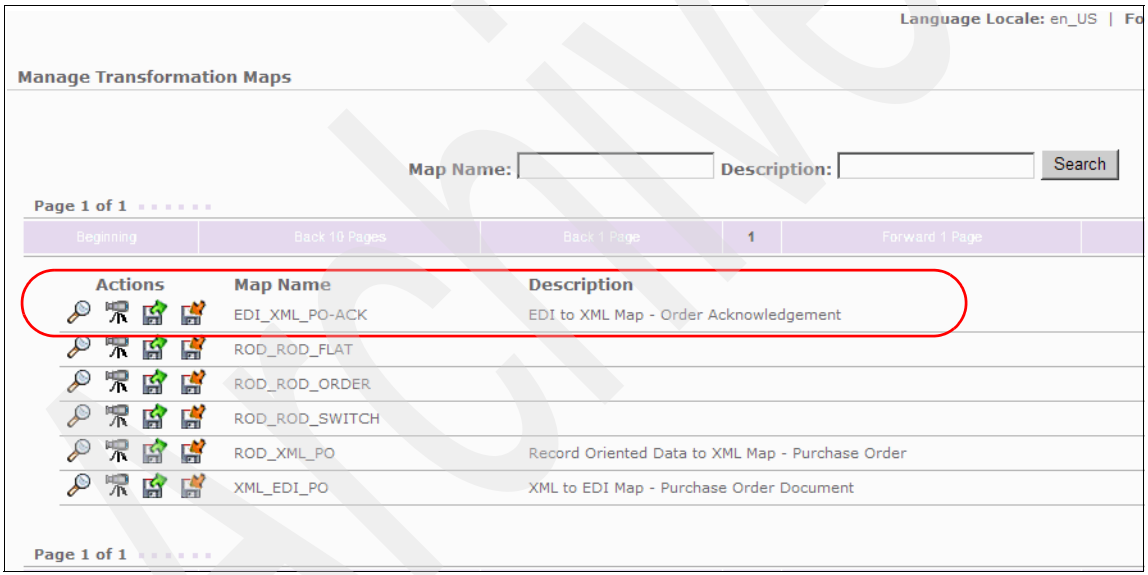

Figure 19-47 Map EDI_XMI_PO-ACK in WebSphere Partner Gateway Console
3. We see the EDI_XML_PO-ACK under Manage Transformation Maps Tab (Figure 19-47).